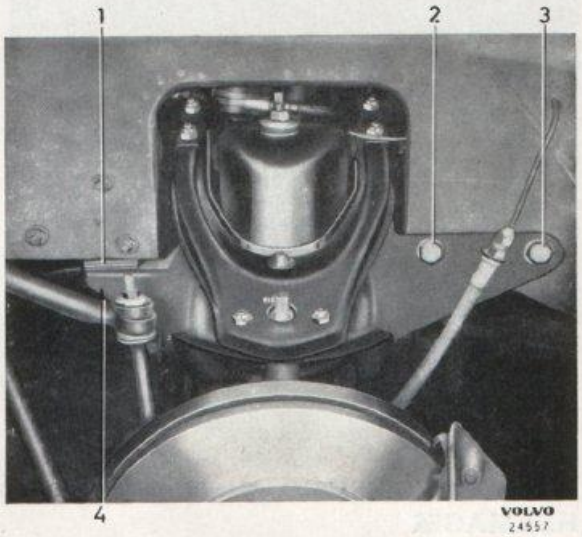

Bild 6-5. Framaxelfäste
8. Placera en domkraft under framaxelbalken. Skruva ur framaxelbalkens fästskruvar (2, 3 och 4, bild 6-5). Tag vara på justermellanläggen (1).
2. Höj domkraften så att balken kommer i sitt rätta läge. Montera justermellanläggen och drag fast skruvarna (2, 3 och 4, bild 6-5) ordentligt.